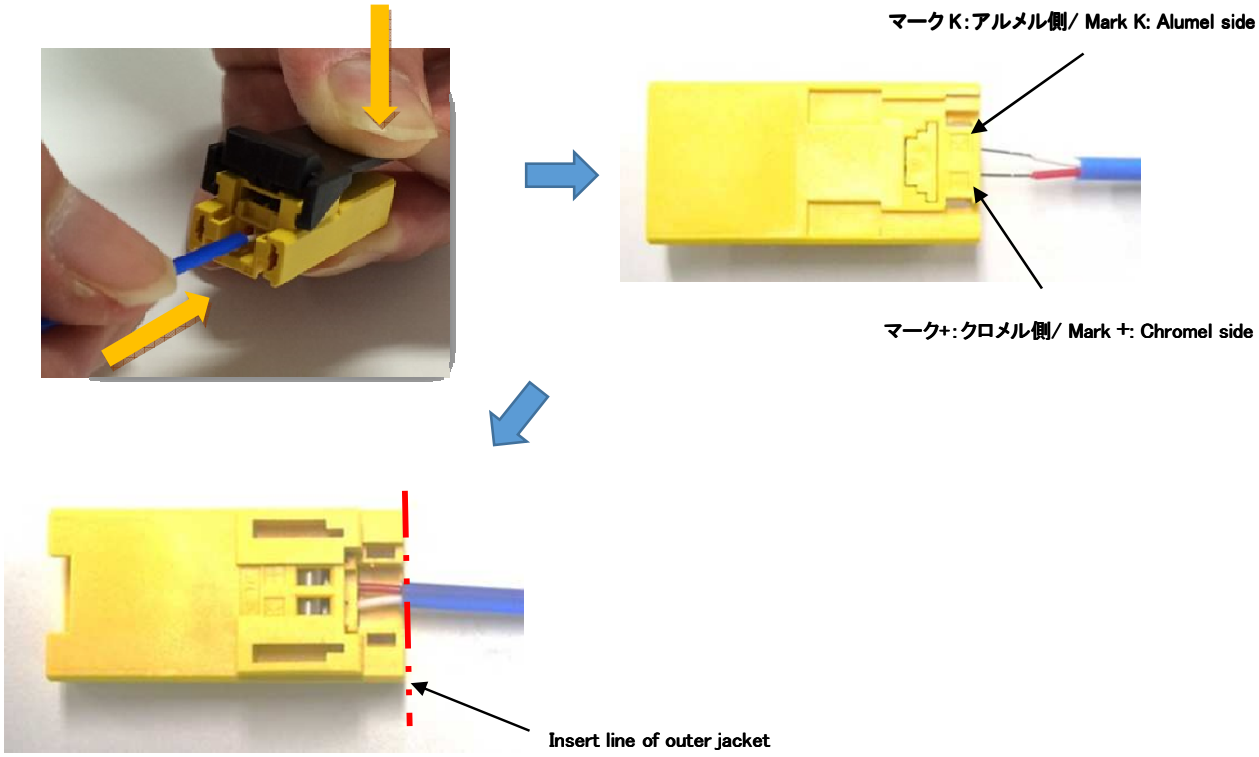

図 6/Fig6
③ コネクタに印字されている＋マーク側のケーブルガイドホールにクロメル電線を、K マーク側にアルメル電線を同時に挿入します。(図 6)
④コネクタの端面と電線外皮の端面が合わさるまで電線を挿入したら、スプリングオープナーを放して結線完了です。
③ Insert the chromel wire to plus marking side of cable guide hole, alumel wire to K marking side at a time. (Fig. 6)
④ The wire should be inserted until aligning wire outer jacket and connector end edge in a straight line.